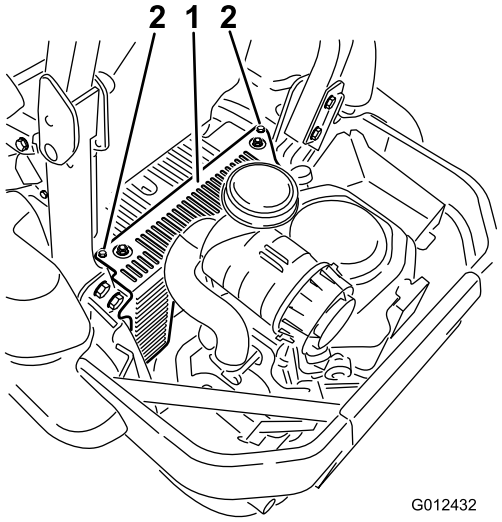

Figuur 57
3. Verwijder het scherm van de hydraulische eenheid en de 2 bijbehorende bouten (Figuur 57). Zo krijgt u toegang tot de voorste bougie.
5. Plaats het scherm van de linker hydraulische eenheid (Figuur 57).